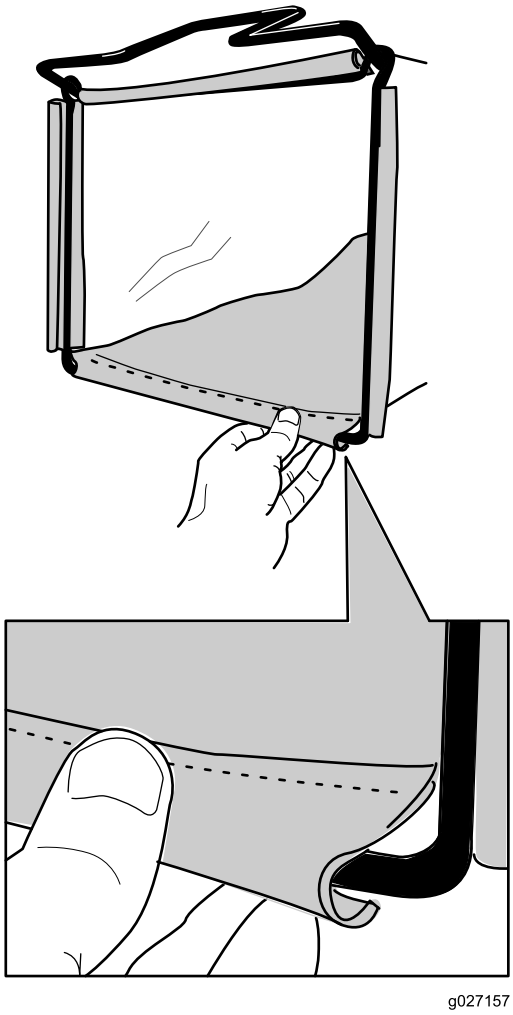

Figur 12
2. Haka fast uppsamlarens nedre kanal på den nedre delen av ramen (Figur 12).
3. Haka fast uppsamlarens övre kanal och sidokanaler på överdelen respektive sidorna på ramen (Figur 12).